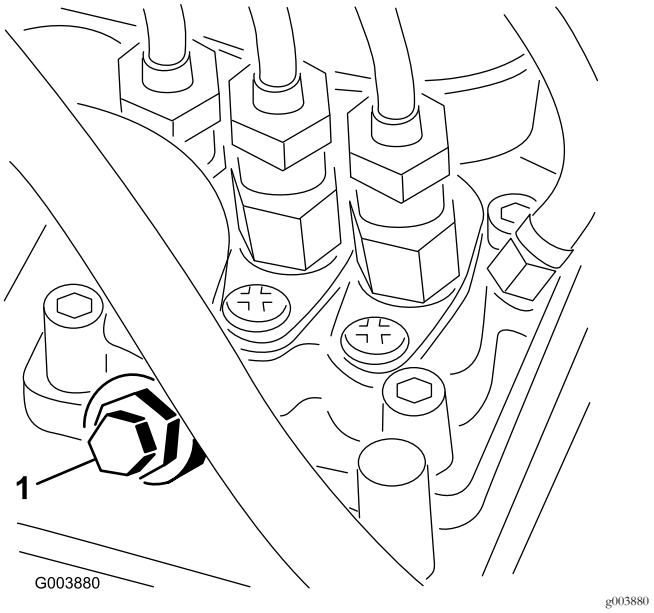

Figur 22
3. Öppna avluftarskruven på insprutningspumpen (Figur 22).